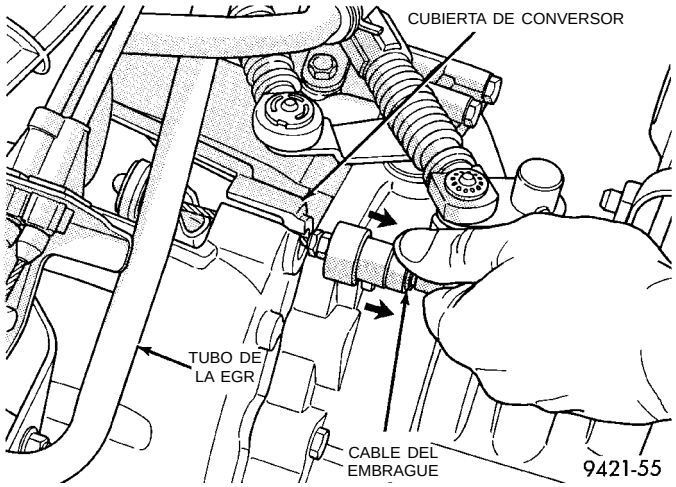

Fig. 11 Cable en el transeje
(2) Si el mecanismo de ajuste funciona correctamente, guíe el cable a través de la muesca de la caja del transeje. Conecte el cable a la palanca de desembrague. Para ello, asiente la arandela acodada con firmeza sobre las raberas de la palanca.
(3) Tire hacia atrás de la cubierta del cable de embrague e insértela en la caja del transeje (Fig. 11).